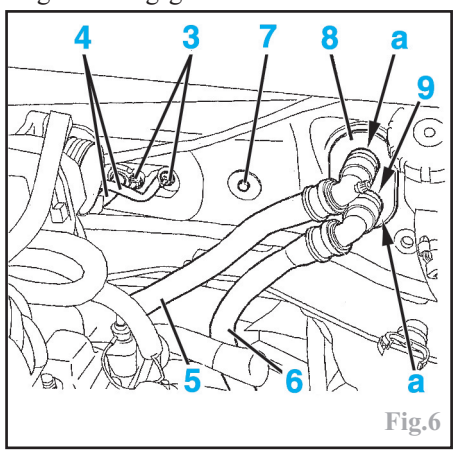

Fig.6
-les vis (3) et désaccoupler les tuyaux de climatisation (4) puis les obturer (Fig.6).